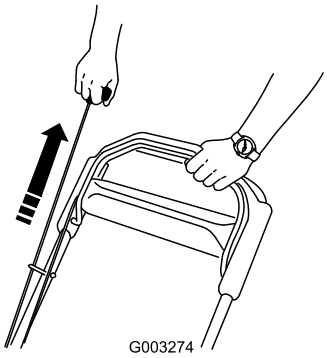

**Figuur 14**
2. Trek aan de handgreep van het startkoord (Figuur 14)